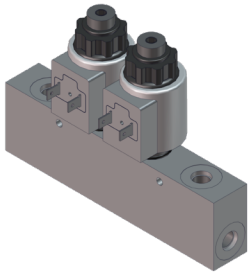

Fig.32
B. Leveling Jacks - Valve located on valve block **(Fig.32)**.